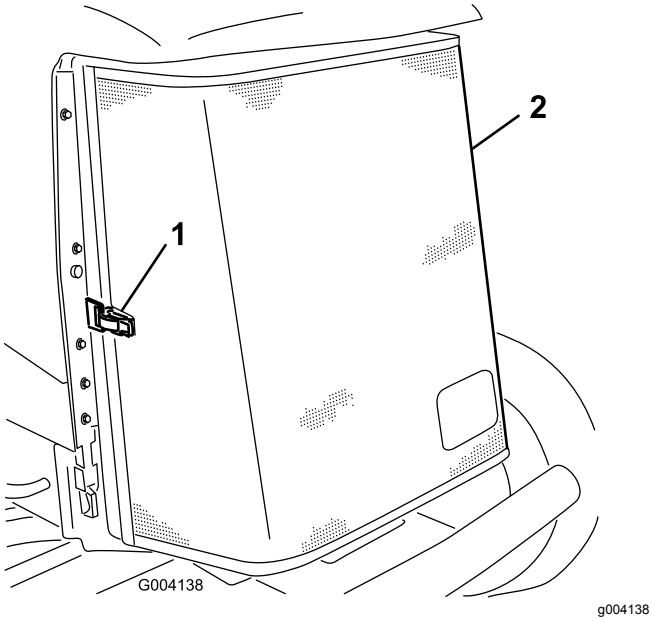

Figur 82
3. Lås opp klemmen og sving bakre skjerm åpen (Figur 82).